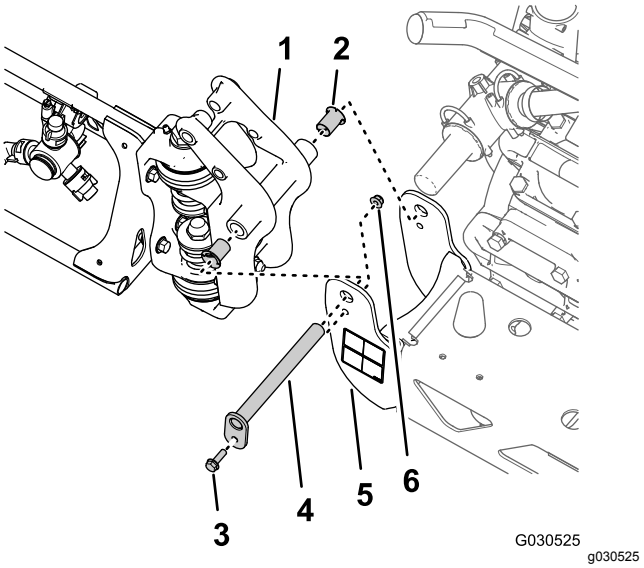

Figur 42
1. Afmonter flangebolten (5/16 x 1 tomme) og flangelåsemøtrikken (5/16 tomme), der fastgør drejetappen til aksebeslaget (Figur 42).
2. Afmonter drejetappen fra aksebeslaget til midtersprøjtesektionen og drejefittingen til den ydre sprøjtesektion (Figur 42).
3. Adskil den ydre sprøjtesektion fra midtersprøjtesektionen, og fjern den ydre sektion fra maskinen (Figur 42).
4. Afmonter de 2 nylonflangebøsninger fra drejefittingen på den ydre sprøjtesektion (Figur 42).